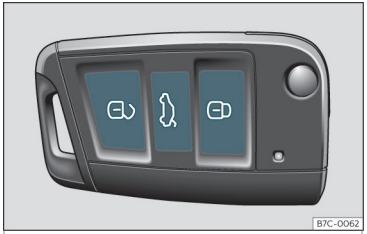

Fig. 69 Llave por control remoto: teclas.
- Bloquear: pulse el botón ››› **fig. 69**.